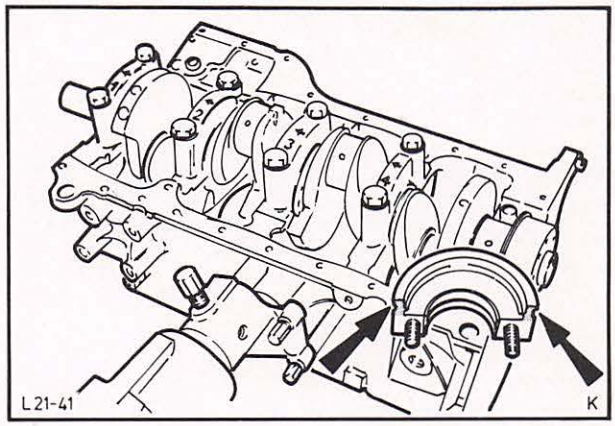

Abb. 56 Auflagefläche – Hauptlagerdeckel mit Dichtmasse einstreichen
32. Hauptlagerdeckel komplett mit eingeölten Lagerschalen aufsetzen. Hinteren Hauptlagerdeckel am hinteren Teil der Auflagefläche, Abb. 56, vorher dünn mit Dichtmasse (Teil-Nr. A 70SX-19554-BA) bestreichen. Am Führungslager darauf achten, daß die Anlaufhalbringe eingelegt sind.